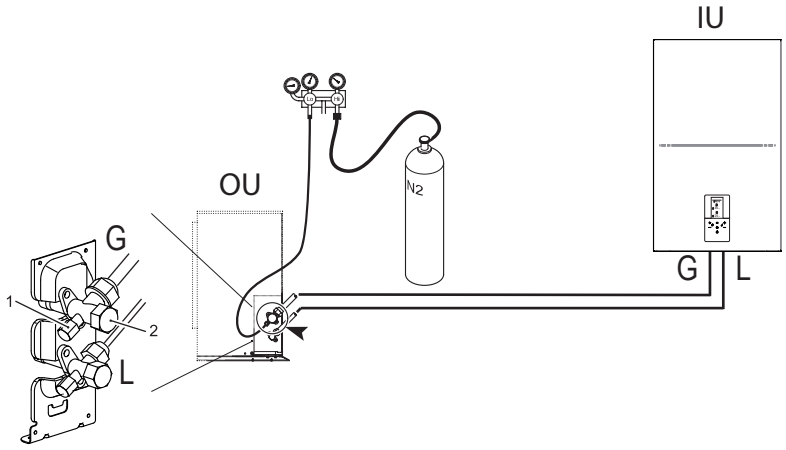

fig. 12 - Test d'étanchéité à l'air et détection des fuites
- Avec les robinets de l'unité extérieure complètement fermés, enlever le bouchon du robinet de service (réf 1 - fig. 12) et le raccord (réf 2 - fig. 12) du robinet de gaz (le plus grand)